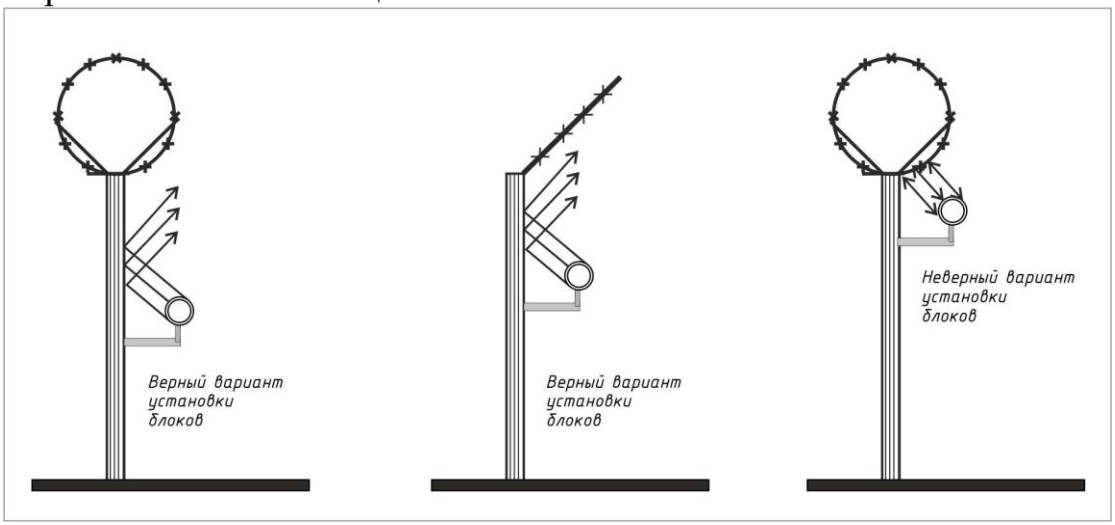

Рис. 4.8 Рис. 4.9 Рис. 4.10
4.2.5 При установке блоков извещателей на заграждении, по верху которого размещены барьеры безопасности в виде колючей проволоки (ленты), либо армированной скрученной колючей ленты (АСКЛ), необходимо определить оптимальную высоту установки блоков. Элементы колючей проволоки создают отражения, которые оказывают влияние на формирование ЗО и увеличивают количество ложных срабатываний извещателя. На рис. 4.8 и 4.9 показаны правильные варианты установки блоков вблизи АСКЛ. Отраженный от вертикальной плоскости заграждения сигнал с наклонной поляризацией не попадает в БПРМ и не приводит к ложным срабатываниям. На рис. 4.10 показан неверный вариант установки БПРМ и БПРД извещателя. Сигнал, отраженный от АСКЛ, попадает в БПРМ, что может приводить к ложным срабатываниям. Отраженный от АСКЛ сигнал с наклонной